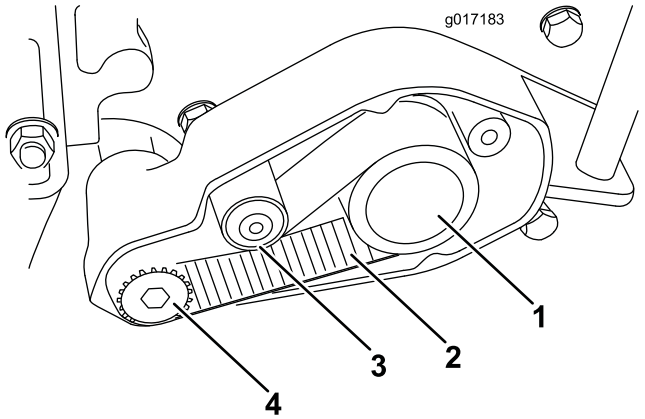

Figur 6
14. Tre remskiven på spoleakselforlengelsen (Figur 6). Bruk en treblokk for å hindre at spolen roterer, og stram remskiven til et moment på 23 Nm.
15. Sett inn drivremmen rundt drivremskiven, den drevne remskiven og under lederullen på baksiden (Figur 6).
24. Kontroller spenningen til drivremmen ved å presse den ned midt mellom drivremskiven og den drevne remskiven (Figur 6). En kraft på 2 til 4 kgm skal være nødvendig for å presse ned remmens mellomspenn 6 mm. For å justere spenningen, løsne umbracoskruen til lederulltappen på baksiden, vri lederullen for å oppnå korrekt spenning, og stram umbracoskruen til et moment på mellom 9 og 14 Nm.